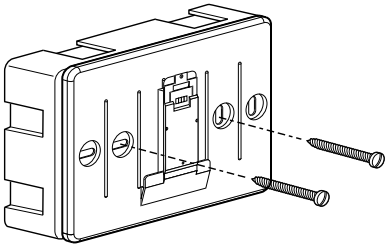

Fig. 2
- 使用提供的附件包内的螺钉将装备基座固定至墙壁上的箱内（见图2）；